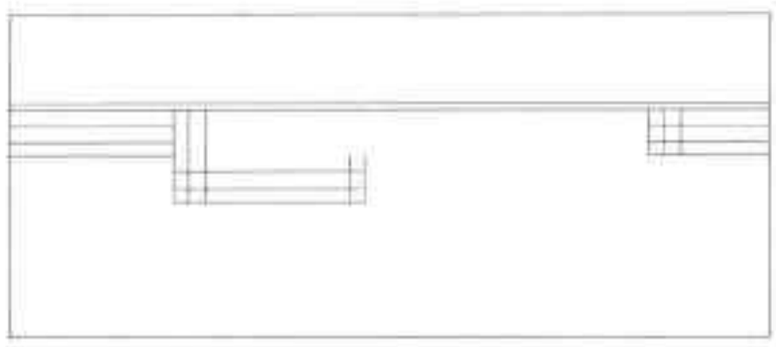

图19-124 偏移茶镜厚度
Step 07 执行“偏移”命令，将茶镜偏移 8mm，如图 19-124 所示。